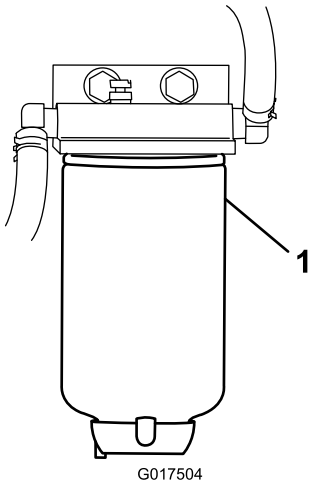

Figur 39
3. Skru brændstoffilteret af beslaget (Figur 39).